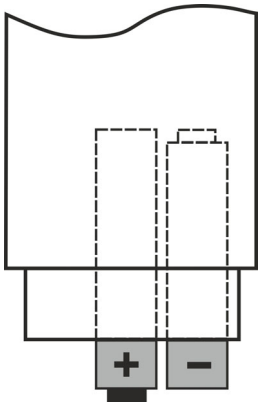

Fig. 11 : Remplacement de la batterie
3. Insérer les nouvelles piles du même type (voir § 7.1.2) en respectant les polarités indiquées (voir Fig. 11)